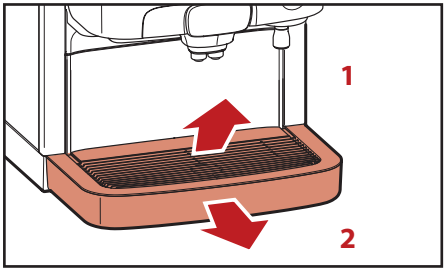

Fig. 5.1 - Scoateți tava pentru cești & tava de scurgere
1. Scoateți tava pentru cești (fig 5.1, 1).
2. Scoateți tava de scurgere (fig 5.1, 2).